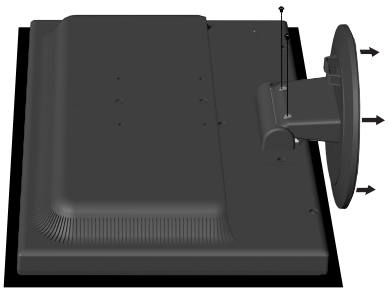

Figura R.2
3. Retire los 2 tornillos que unen el monitor al soporte y retire el soporte como se indica (**figura R.2**). El monitor ya está preparado para montarlo de otro modo.